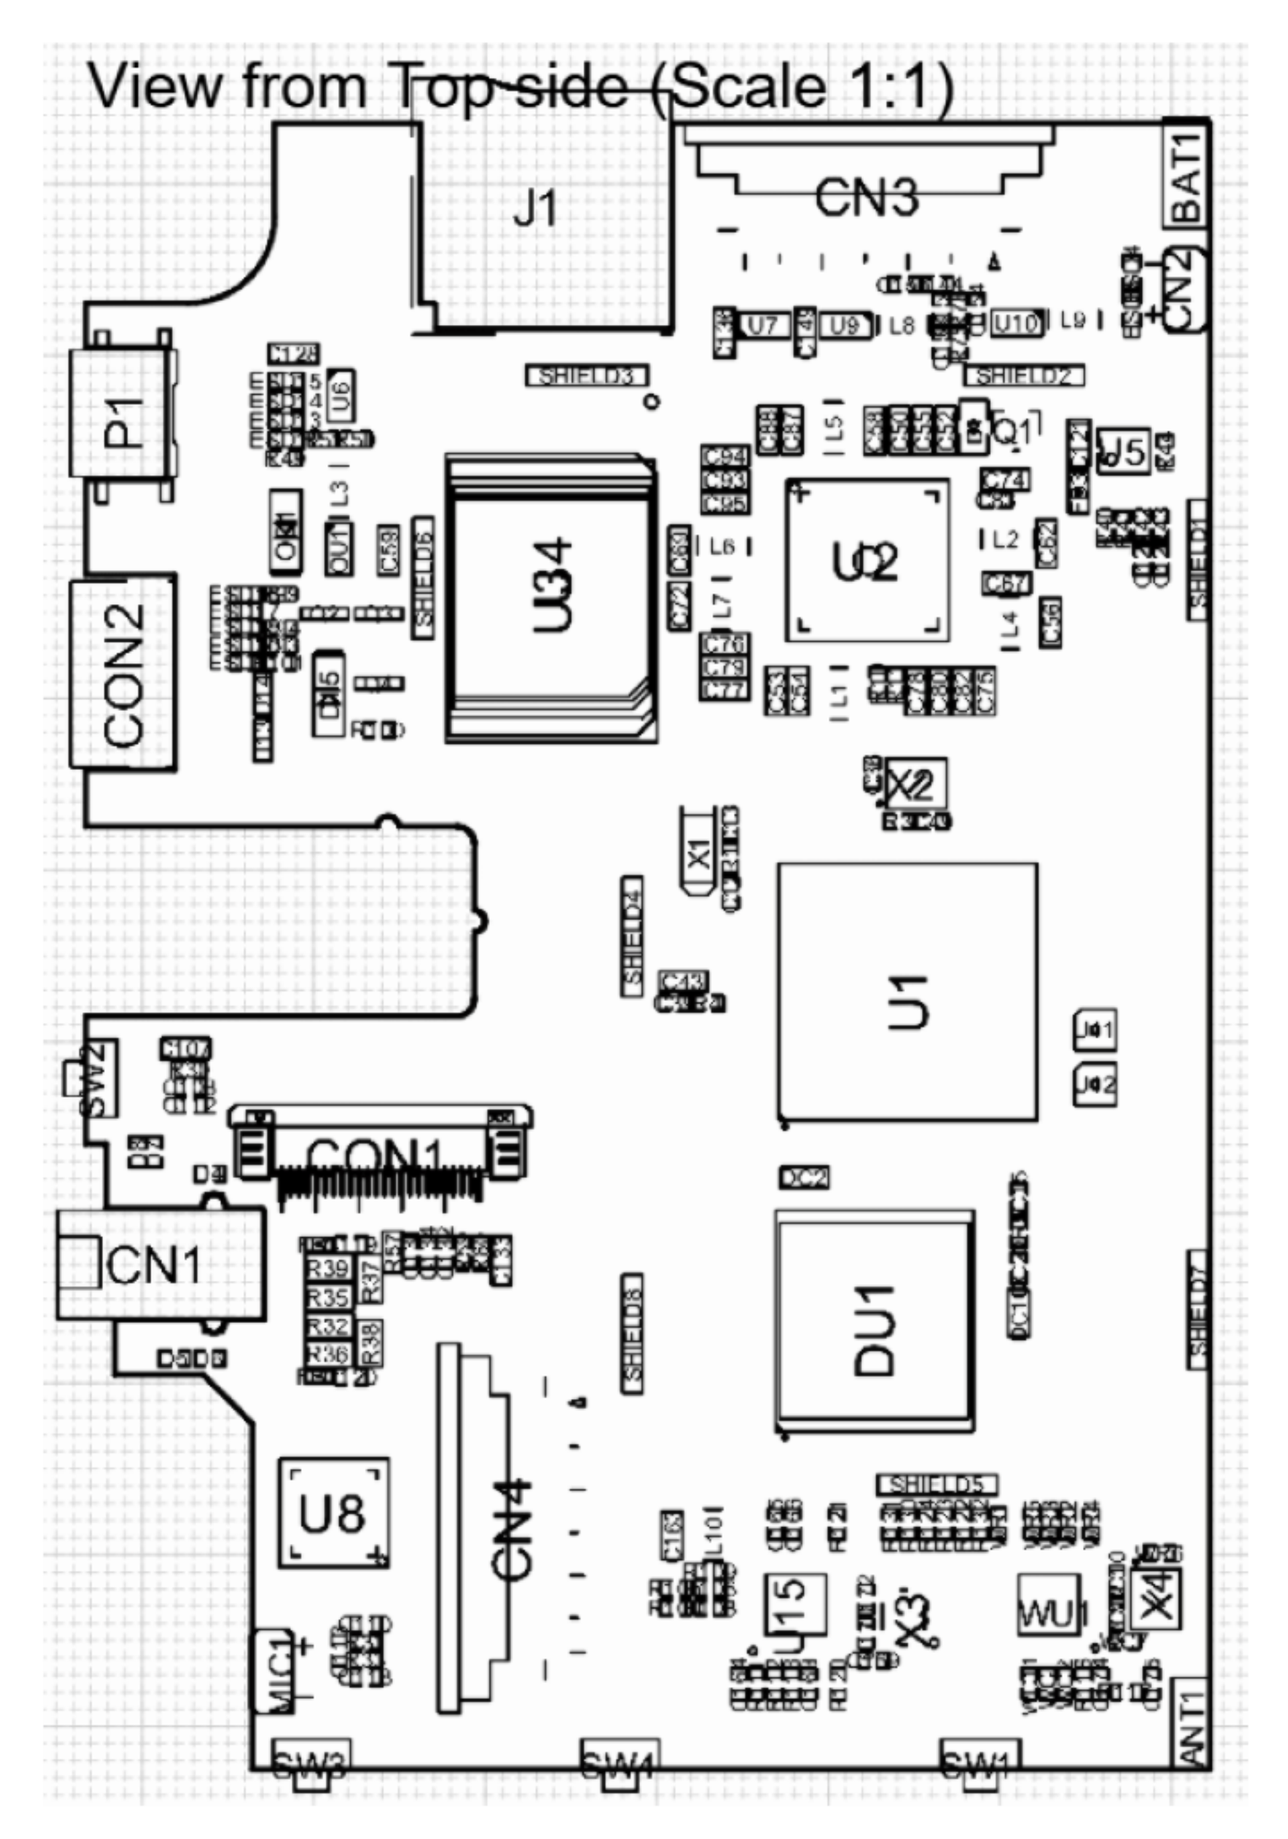
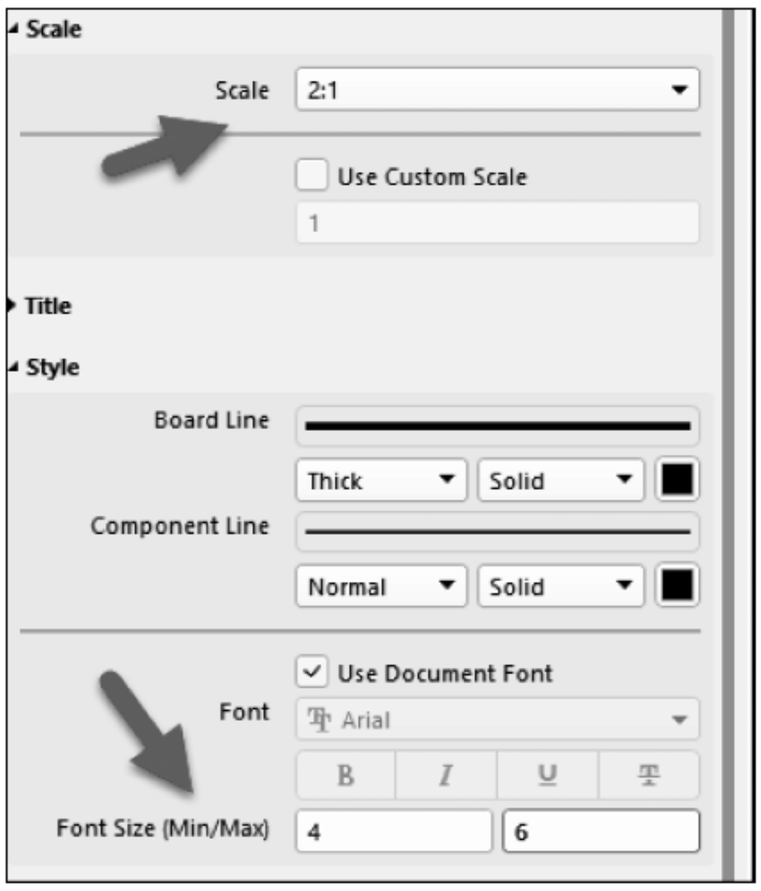

图 8-48 顶层位号图
图 8-49　参数设置
(2) 输出装配文件(位号图/阻值图)
① 以位号图为例，在 Draftsman 编辑环境下执行菜单栏中 Place→Board Assembly View 命令即可放置 PCB 文件的顶层位号图，如图 8-48 所示。
② 由图 8-48 中可看出位号的字体大小不一致，为了能够较为清晰地显示位号，在 Properties 面板中，可对 Scale、Style 选项中的 Font Size 灵活设置，如图 8-49 所示。